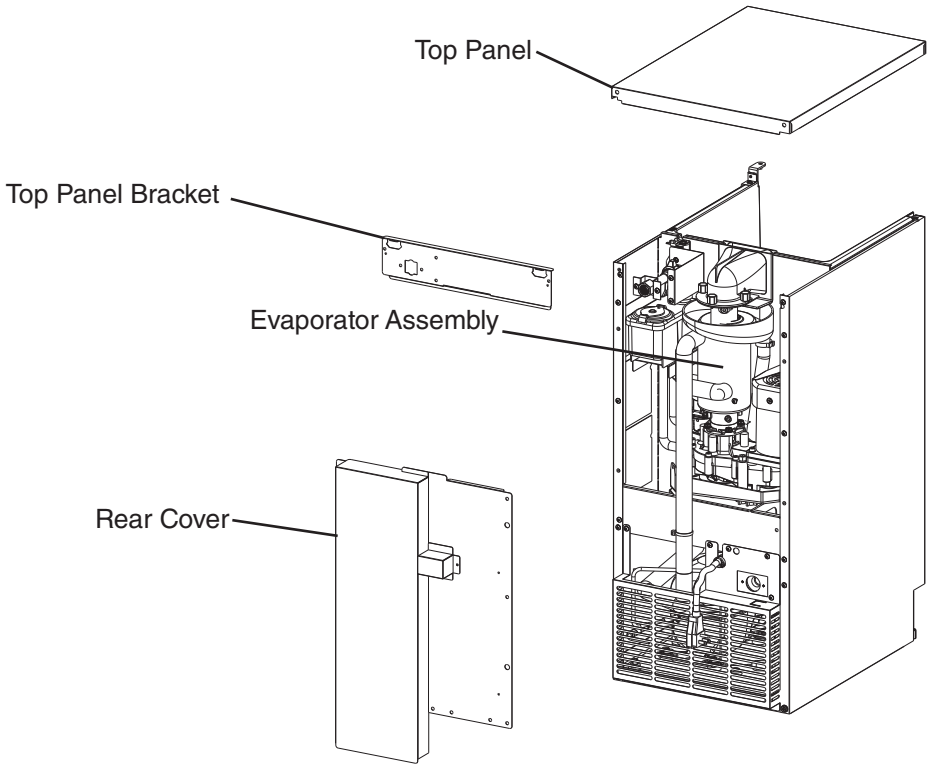

Fig. 5 **C-80BAK Shown**
3) Remove the top panel. See Fig. 5.
6) Remove the top panel. See Fig. 5.
6) Remove the top panel and rear panels. See Fig. 5.